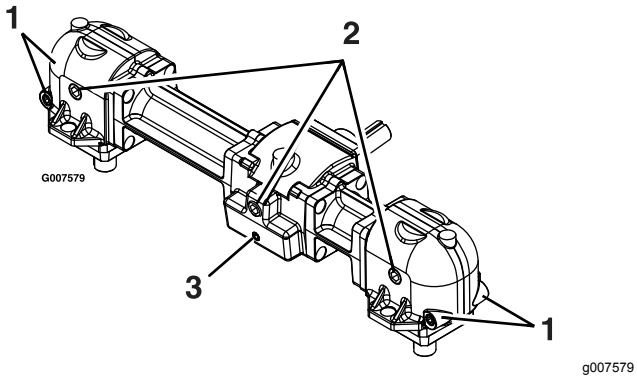

Figuur 37
3. Bout (3)
6. Verwijder de grote aftapplug aan de voorkant van elk van de 3 delen van de tandwielkast en tap de olie af (Figuur 37).